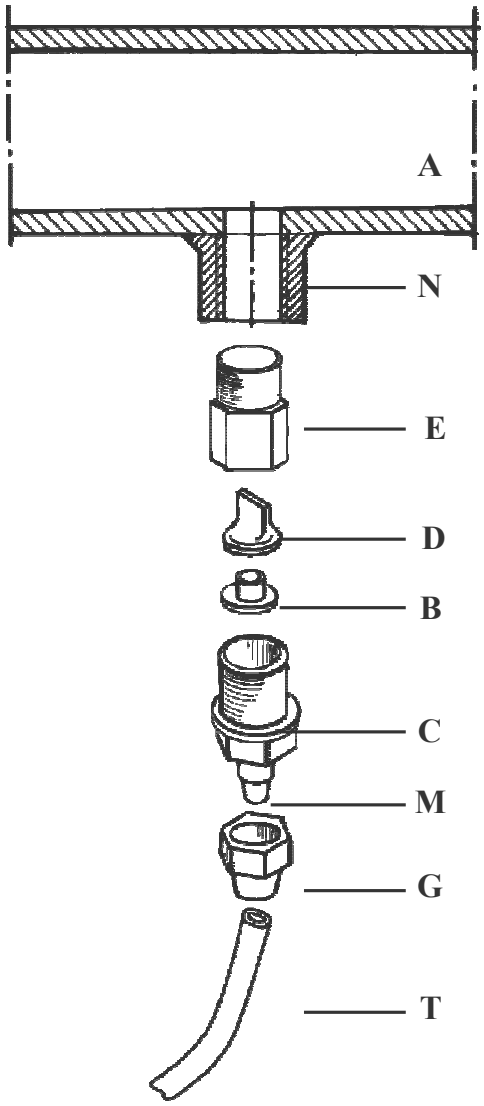

Fig. 6
g. - Applicare sulla condotta dell'impianto da trattare, nel punto più idoneo per effettuare l'iniezione del prodotto da dosare, un raccordo in acciaio da 3/8" gas femmina. Tale raccordo è escluso dalla fornitura. Avvitare la valvola di iniezione nel raccordo utilizzando come guarnizione del Teflon Fig. 6. Connettere il tubetto all'attacco conico della valvola d'iniezione e bloccarlo con l'apposita ghiera G. La valvola di iniezione è anche valvola di non ritorno.
3.1 - SCHEMA DI MONTAGGIO VALVOLA DI INIEZIONE (Fig. 6)